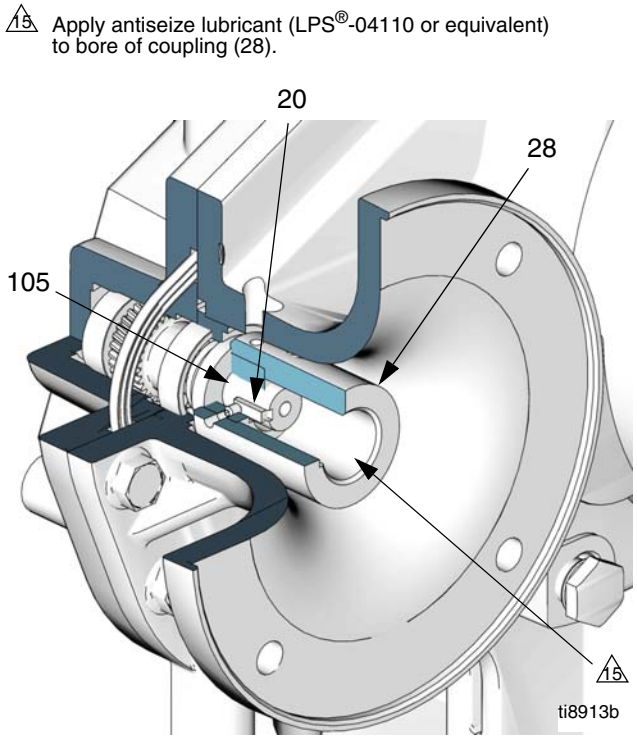

FIG. 8. Install the Coupler
2. See FIG. 8. Assemble the key (20) in the input shaft (105) keyway. Assemble the two setscrews (31) in the coupler (28), ensuring that they do not encroach on the keyway or the input shaft bore of the coupler.